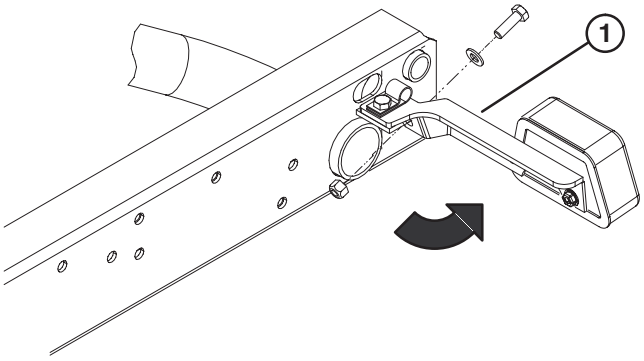

Figura 1
3. Fije la parte trasera de cada soporte de las luces traseras a la parte trasera de los soportes del bastidor con un tornillo de caperuza de 5/16 x 1 pulgada, una arandela plana de 0,344 pulg. D. I. y una contratuerca, según muestra la Figura 1.